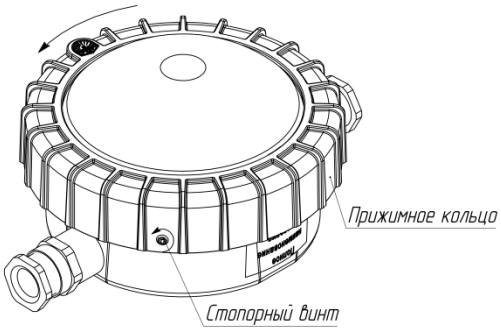

Рисунок 4.8
Оптическая часть фиксируется на корпусе прижимным кольцом, кольцо фиксируется от отвинчивания стопорным винтом М4 рисунок 4.8.
7.4.1. Ослабить стопорный винт М4 с внутренним шестигранником, открутить прижимное кольцо рисунок 4.8.